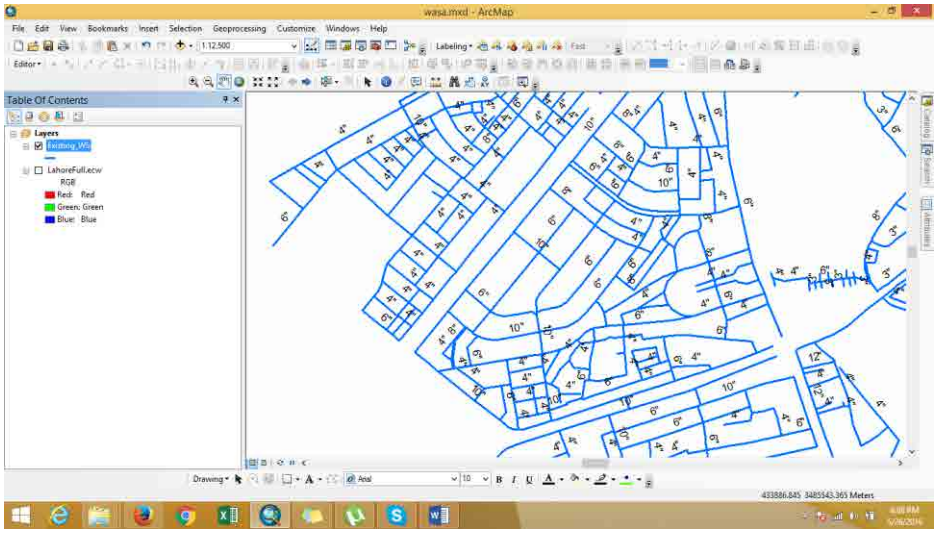

Figure 3.17. After labelling
- The result is shown in figure 3.17.